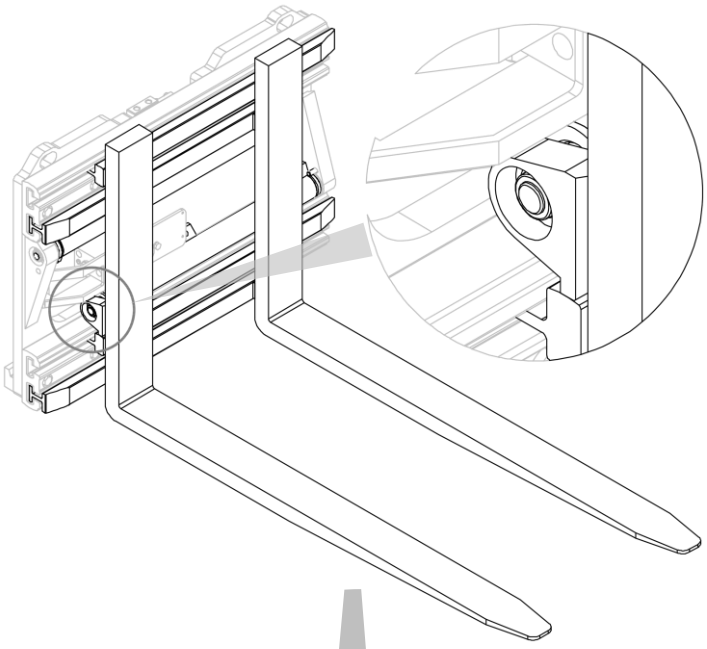
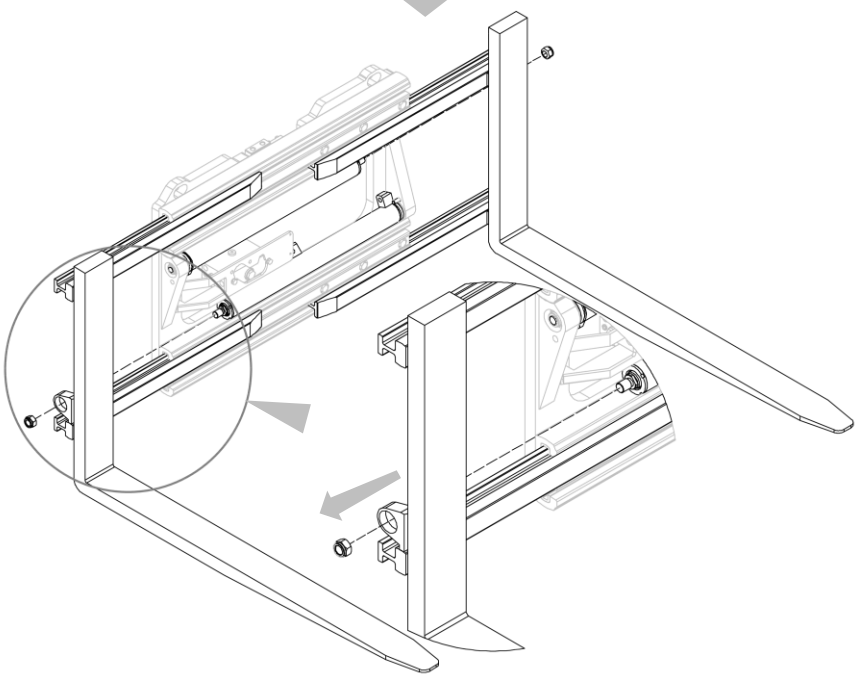
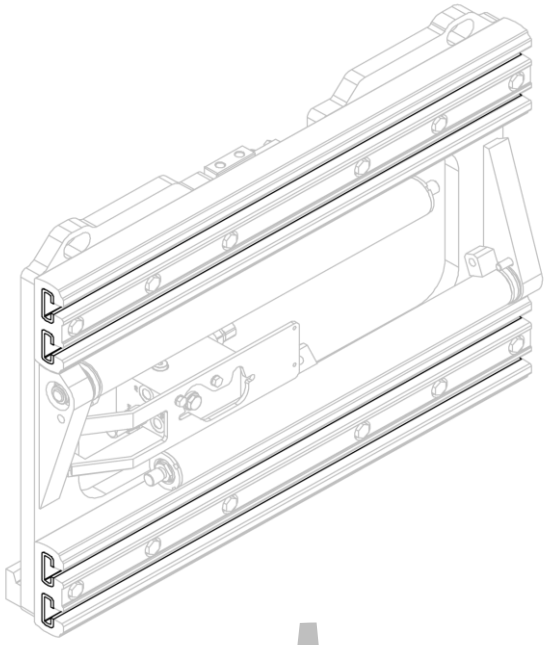
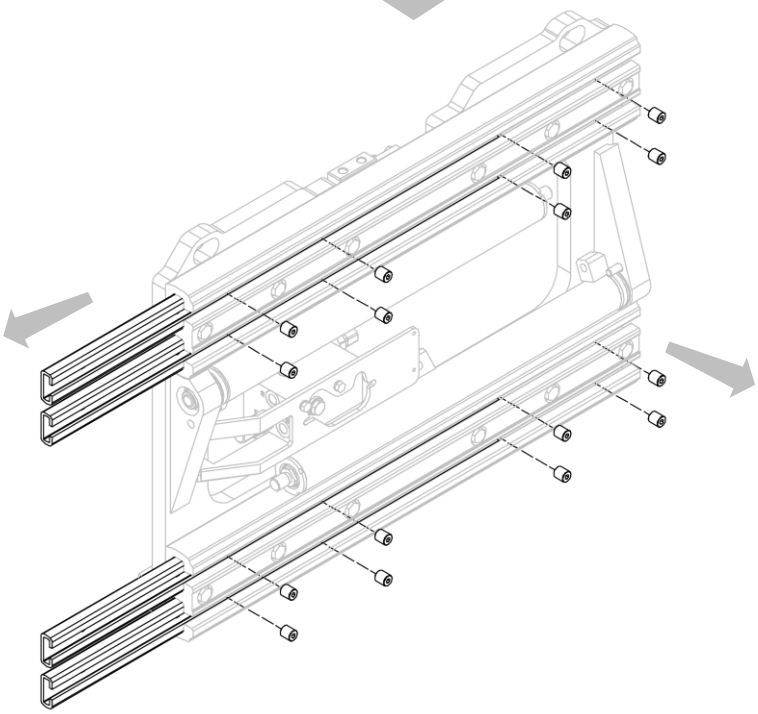

Figure 25
Figure 26
Figure 27
Figure 28
4. Nettoyer et lubrifier tous les composants de glissement (voir *Figure 36* à la p. *45* et *Figure 26* et *Figure 27* à la p.*46*).
2. Retirer les fourreaux avec leurs fourches après avoir dévissé les écrous correspondants qui les relient aux vérins (voir *Figure 25* et *Figure 26*).
3. Retirer les bagues en nylon après avoir dévissé les vis sans tête correspondantes (voir *Figure 27* et *Figure 28*).